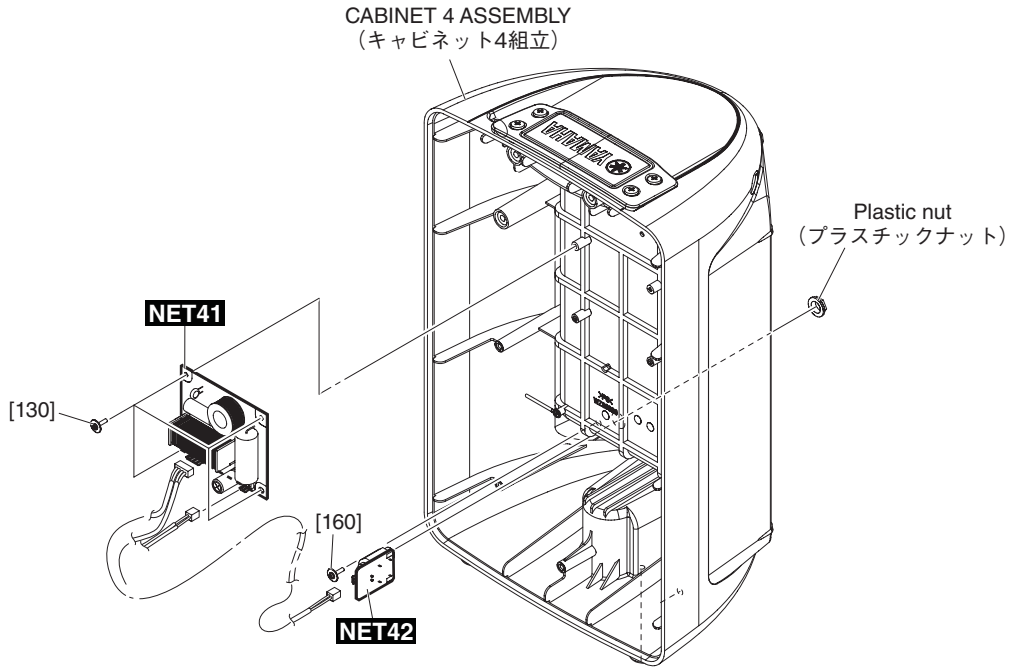
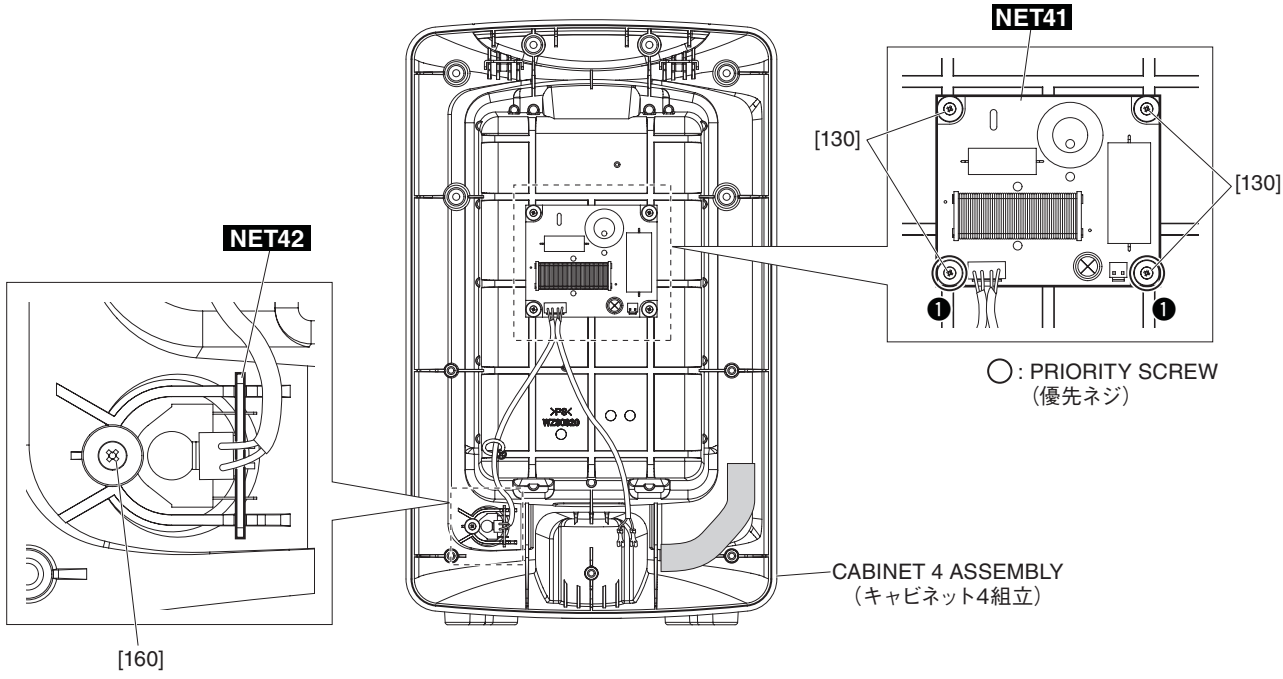

Fig. A-8（図A-8）
Fig. A-9（図A-9）
A-5-4 Remove the four (4) screws marked [130]. The NET41 circuit board can then be removed. (Fig. A-8, Fig. A-9)
* ***When installing the NET41 circuit board, first tighten the two (2) priority screws as shown in Fig. A-9.***
A-6-4 Remove the screw marked [160] and plastic nut. The NET42 circuit board can then be removed. (Fig. A-8, Fig. A-9)
A-5-4 [130] のネジ 4 本を外して、NET41 シートを外します。（図 A-8、図 A-9）
※ **NET41 シートを取り付けるときは、図に示す優先ネジ 2 本を先に締めてください。（図 A-9）**
A-6-4 [160] のネジ 1 本とプラスチックナットを外して、NET42 シートを外します。（図 A-8、図 A-9）